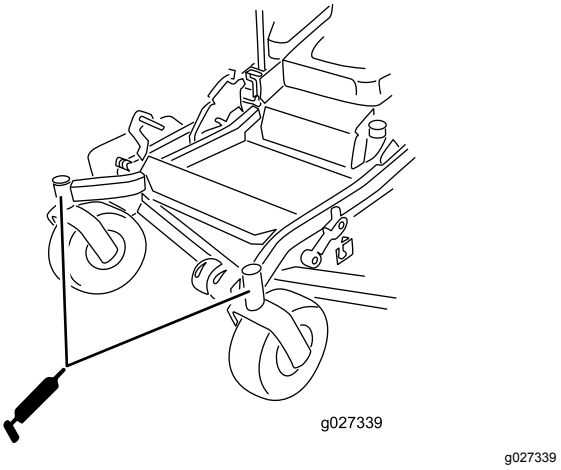

Figura 50
12. Instale el tapón hexagonal y la tapa (Figura 50).
13. Engrase los cojinetes de las ruedas giratorias (Figura 50).